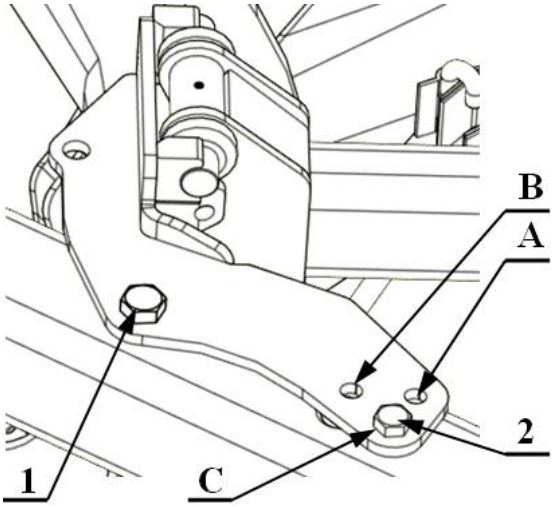

Rysunek: 26
- *odkręcić i wyjąć śrubę **2** (Rys. 26*),
- poluzować śrubę **1** (*Rys. 26*) i przestawić na odpowiednią wartość(**A, B, C** *Tabela: 3*) i sprawdź stan jej dokręcenia.